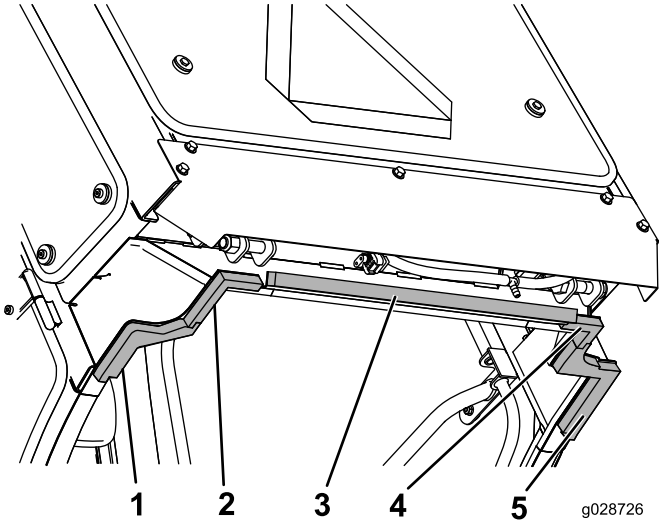

Figur 59
1. Centrer det bageste element på midterpanelets allerbageste nedre kant (Figur 59).
2. Monter det venstre bageste og højre bageste skumelement på de indre hjørner af bagpanelets ydre tapper Figur 59).
3. Juster de allerinderste kanter på skumelementerne i midten til venstre og højre med de bageste skumelementer til venstre og højre, og lad tapperne gribe ind i hinanden (Figur 59).